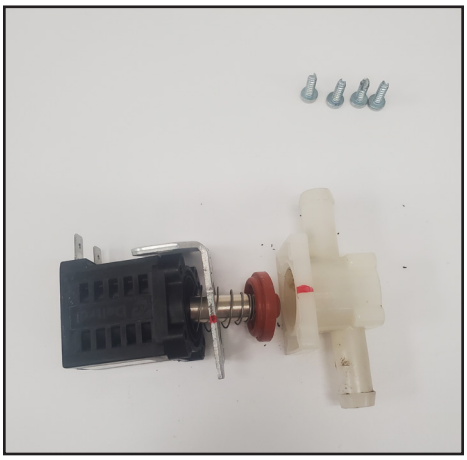

Fig. 3. Separate the coil, bracket, plunger assembly, and valve body.
3. Carefully separate the coil, bracket, plunger assembly, and valve body. See fig. 3.